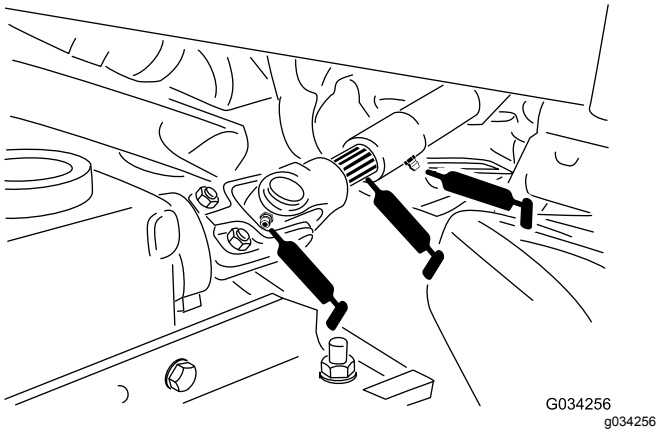

Figur 34
- Kraftuttakets universalaksel (Figur 34)